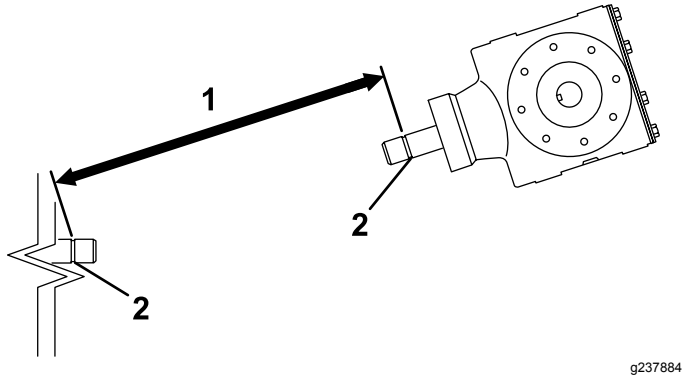
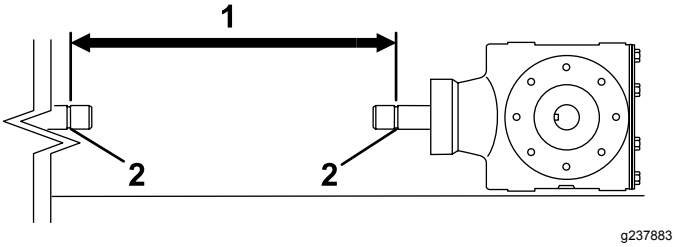
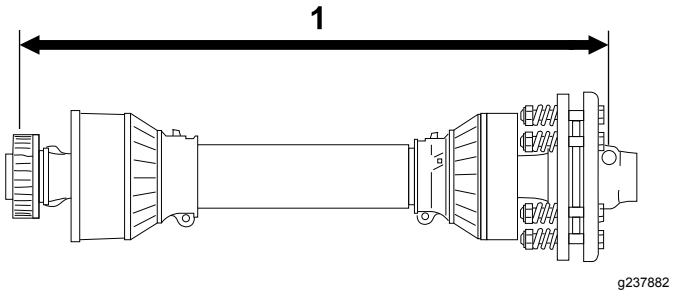

Figur 12
Figur 14
Figur 15
3. Mät avståndet från låsskåran i änden av traktorenhetens kraftuttagsaxel till låsskåran på luftarens växellådsaxel (Figur 12).
5. Mät avståndet från låsskåran i änden av traktorenhetens kraftuttagsaxel till låsskåran på luftarens växellådsaxel (Figur 14).
6. Mät avståndet från mitten på låspinnskulan i ena änden av kraftuttagsaxeln till mitten på låspinnen i den andra änden (Figur 15).
7. Ta det minsta av de två avstånden i Figur 14 och Figur 12 och dra bort det avståndet från avståndet i Figur 15. Exempel: 81 cm minus 67 cm är lika med 14 cm.